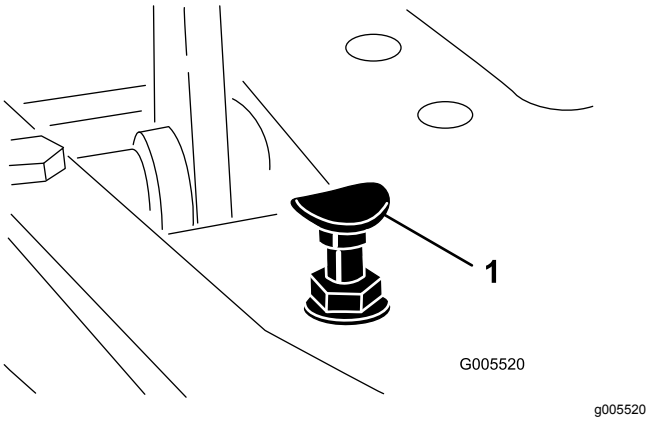

Figur 47
For å oppnå maksimal transporthastighet må du sette styrespaken i TRANSPORT-stilling og trykke inn trekkpedalen. Utfør følgende justeringsprosedyre hvis pedalen kommer i kontakt med stopperen (Figur 47) før du kjenner spenning i kabelen:
1. Sett styrespaken i TRANSPORT-stillingen og løsne på låsemutteren som fester pedalstopperen til gulvplaten (Figur 47).